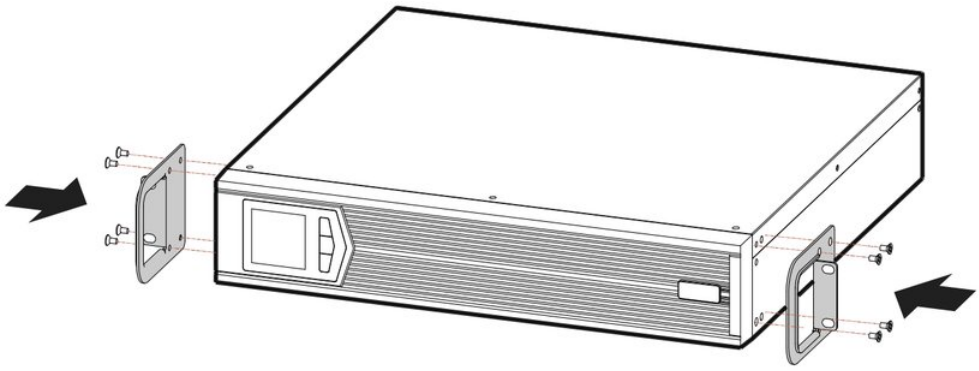

FIGURE 3-1 Installing the rack-mounting brackets
1. Fix the two rack-mounting brackets to the sides of the UPS with 4 countersunk screws, as shown in Figure 3-1.